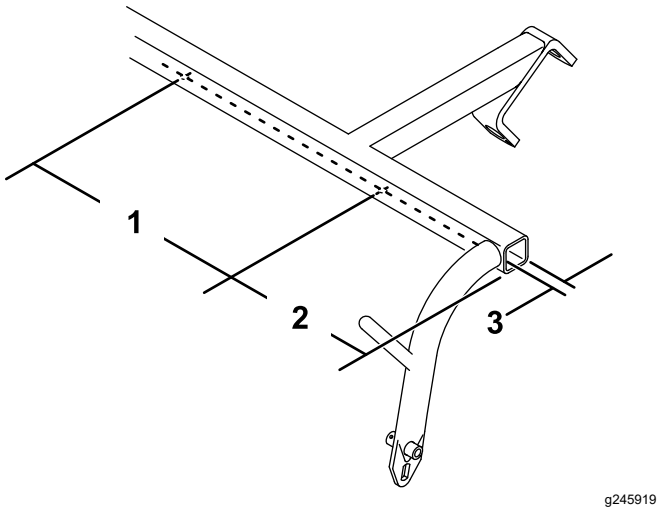

図 2
4. プルフレームの下側に 2 つの穴がついていない場合には、図 2に示す位置に直径 0.221"5.6 mmの穴を開ける。